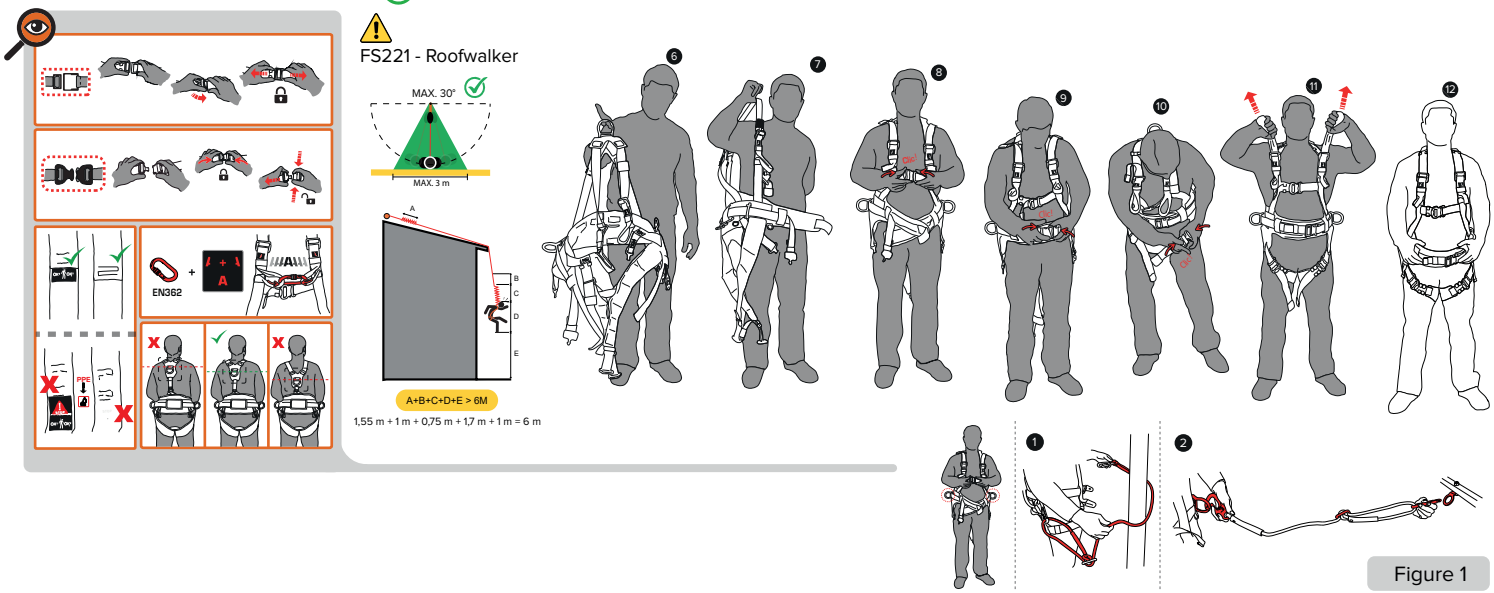

Figure 1
ATTENTION: a sit harness is not suitable for fall arrest purposes. Attachment points of the sit harness (figure 1) can be used for restriction or work positioning. For work positioning (1), attach the work positioning lanyard connector to the work positioning ring on the sit harness, pass the rope through a safe spot; make sure that the lanyard is taut and attach to the other side ring. For restriction (2), attach the connector on the other lanyard extremity to the positioning D-ring and attach the positioning lanyard to a fixed anchor point. In accordance with EN813, it is essential to check fastening and adjustment elements regularly, as well as essential to check the sit harness regularly for any damage. The material used in the equipment, it's mentioned in "NOMENCLATURE/ FIELD OF APPLICATION". Please check the number that corresponding to the respective part. Be alert with the limitations of the materials. The temperature, the effect of sharp edges, chemical reagents, electrical conductivity, cutting, abrasion, UV degradation, other climatic conditions may change the material proprieties. Check the general instruction and, in case of doubts, contact us for more specific information and detailed support.
UWAGA: uprząż biodrowa nie nadaje się do ochrony przed upadkiem z wysokości. Punkty mocowania uprzęży biodrowej (rysunek 1) mogą służyć do ograniczania lub ustalania pozycji podczas pracy. W celu ustalenia pozycji roboczej (1), przymocuj łącznik lonży do ustalania pozycji roboczej do pierścienia ustalającego pozycję podczas pracy na uprzęży biodrowej, przeprowadź linę przez bezpieczne miejsce; upewnij się, że smycz jest naprężona i przymocuj do drugiego pierścienia bocznego. W przypadku ograniczenia (2) przymocuj łącznik na drugim końcu lonży do D-ringu pozycjonującego i przymocuj linkę pozycjonującą do stałego punktu kotwiczenia. Zgodnie z normą EN813 należy regularnie sprawdzać elementy mocujące i regulacyjne, a także regularnie sprawdzać, czy uprząż biodrowa nie jest uszkodzona. Materiał zastosowany w sprzęcie jest wymieniony w „NAZEWNICTWIE/ ZAKRES ZASTOSOWANIA". Sprawdź numer odpowiadający odpowiedniej części. Uważaj na ograniczenia materiałów. Temperatura, działanie ostrych krawędzi, odczynniki chemiczne, przewodność elektryczna, cięcie, ścieranie, degradacja UV, inne warunki klimatyczne mogą zmienić właściwości materiału. Zapoznaj się z instrukcją ogólną, aw razie wątpliwości skontaktuj się z nami w celu uzyskania bardziej szczegółowych informacji i szczegółowego wsparcia.